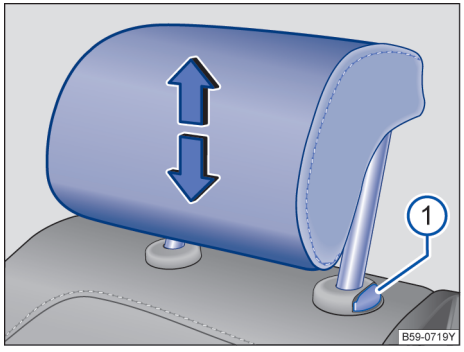

图 85 拆卸和安装后排头枕
– 按住按钮→图 85①将头枕完全拉出。
– 按住按钮→图 85①向下移动头枕。